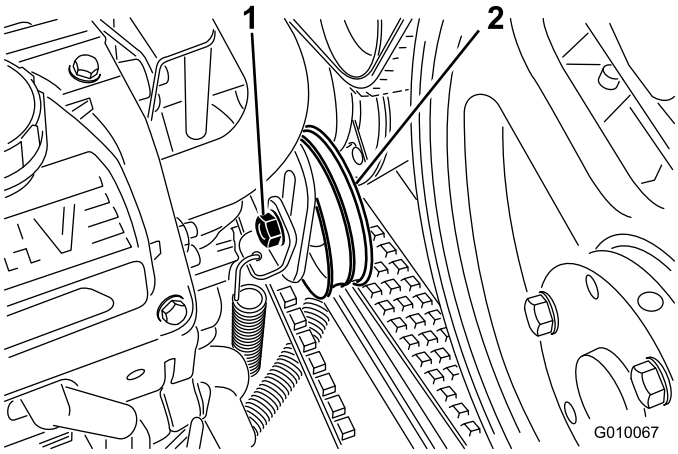

Figuur 58
3. Draai de bout van de spanpoelie van de riem een stukje los zodat dat deze kan bewegen binnen de afstelsleuf (Figuur 58).